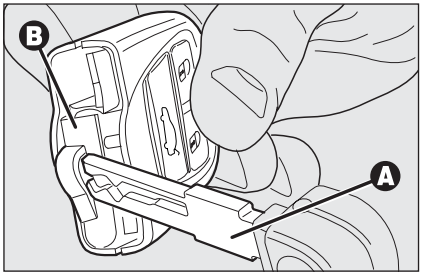

rys. 10
- ❒ wysunąć kasetkę **B-rys. 10** (koloru czerwonego) wkładaną na wcisk podważając ją wkładką metalową **A** kluczyka elektronicznego w punkcie pokazanym na rysunku;